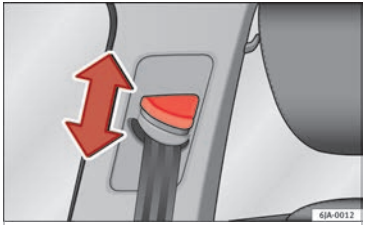

Fig. 11 Location of the belt height adjuster.
– Press the upper part of the shoulder belt guide and hold it in this position ››› Fig. 11.